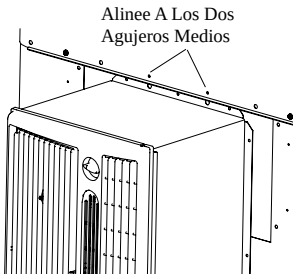

Fig. 11
4. Inserte el reborde del conducto entre el panel delantero y la tapa. Alinee los dos agujeros más grandes en el conducto con los dos agujeros de centro de la tapa. (Véase Fig 11).